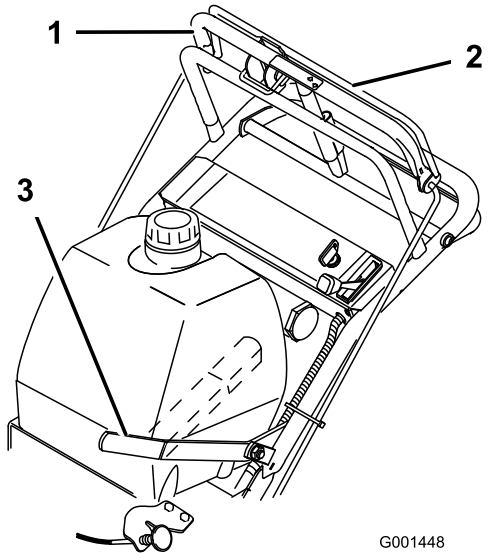

Figura 9
1. Para engranar las cuchillas, apriete la barra de control de las cuchillas contra la barra de control superior (Figura 9).
Para desengranar las cuchillas, tire hacia atrás de la palanca de control de las cuchillas hasta que haga tope (Figura 9). El motor se parará si se suelta la barra de control de las cuchillas con la palanca de control de las cuchillas engranada.